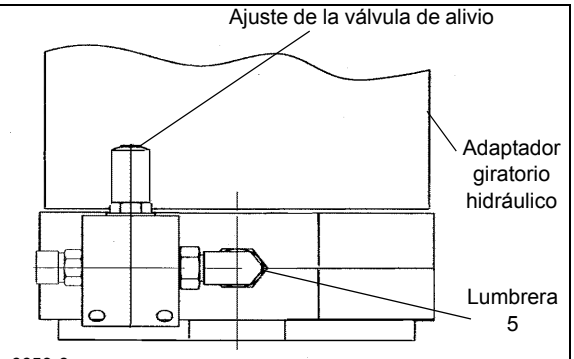

FIGURA 2-12
2. Haga funcionar el motor a aceleración máxima y gire el volante de la dirección hacia la izquierda o la derecha hasta que tope y sosténgalo en esa posición. Revise la presión y ajuste la válvula de alivio (Figura 2-12) a 2500 psi ±50 (17.2 MPa ±0.4).